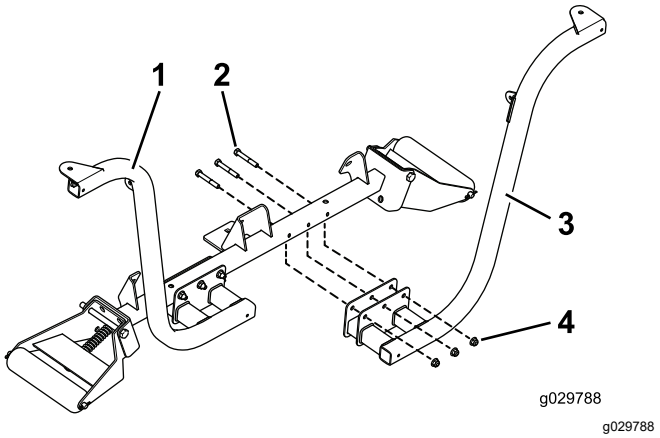

Figur 6
1. Fastgør venstre og højre forlygtebeslag til fronten af rullens støtterør med seks bolte (⅜" x 2½") og seks flangemøtrikker (⅜") som vist i Figur 6.